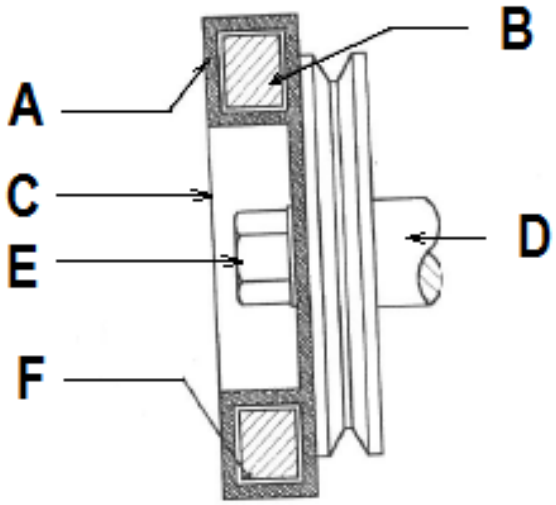

FIGUUR 1
2.1 Op FIGUUR 1 word ’n syaansig van ’n silikontrillingdemper wat aan ’n dieselenjin gebruik word, getoon.